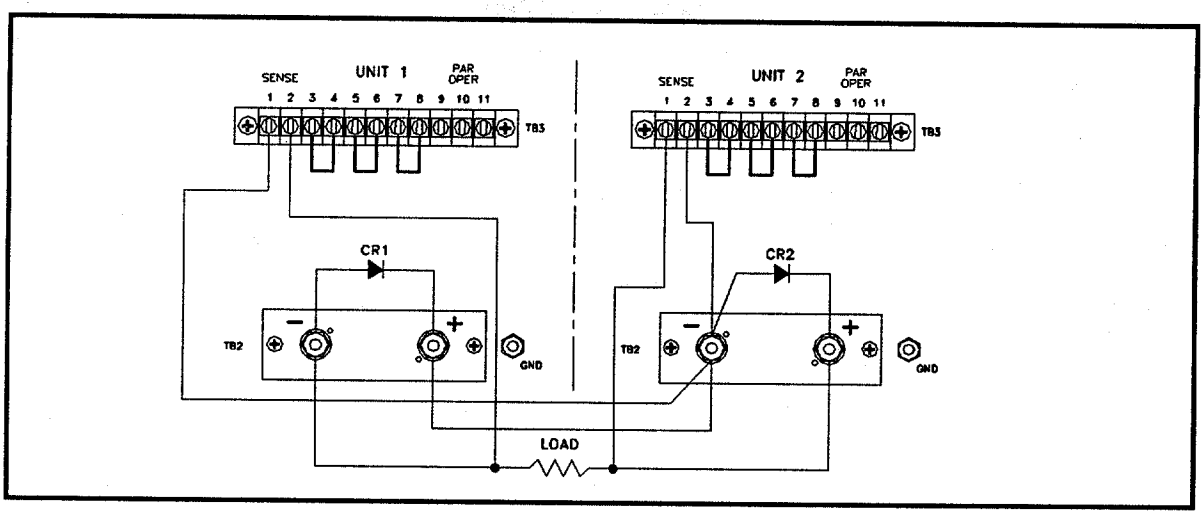

Figure 3-10 Direct Series Connections (Remote Sensing)
3.5.1 ..... Direct Series Connections (Figure 3-10)
3. Interconnect units as shown in Figure 3-10.